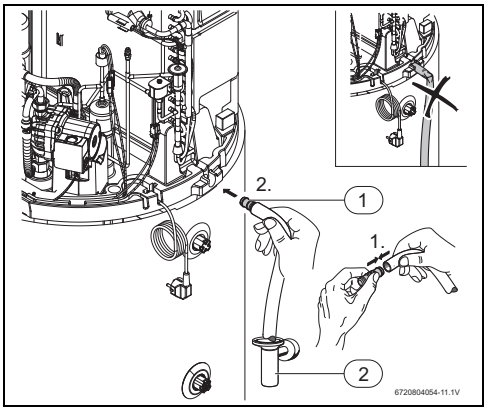

Fig. 11 Collecteur des condensats
- Raccordement de la conduite à l'écoulement des condensats[1)] (fig. 11, [1]).
- Faire évacuer les condensats par un siphon (fig. 11, [2]).